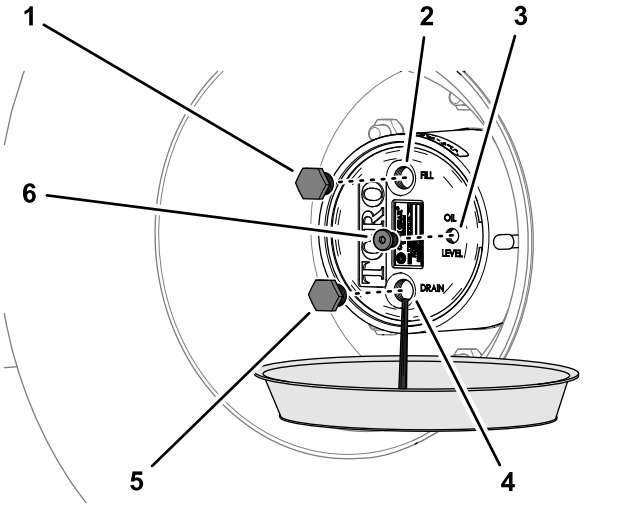

Figura 94
2. Coloque un recipiente debajo del buje del engranaje planetario, retire el tapón de vaciado, el tapón de llenado y el tapón de verificación y deje que se drene por completo el lubricante (Figura 94).